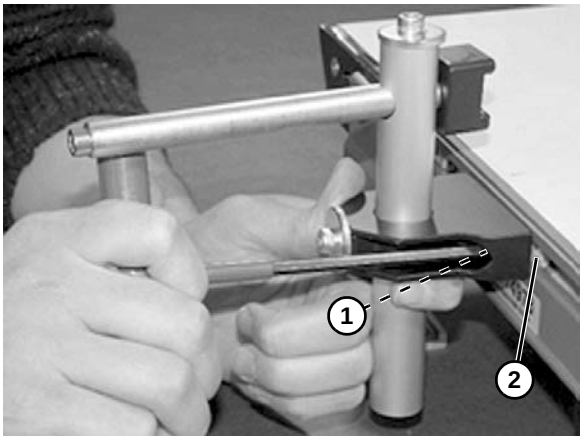

Abbildung 36
2. Schrauben **(Abbildung 36, Teil 1)** festziehen und sicherstellen, dass die T-Mutter **(Abbildung 36, Teil 2)** dreht und innen im T-Schlitz einrastet.